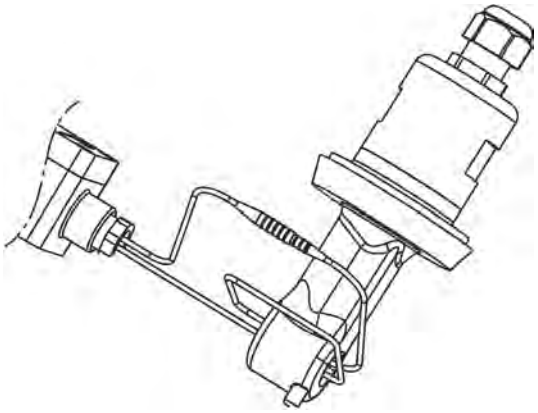

Abb. 77: Verbinden der Drahtenden
8. Verbinden Sie die Drahtenden der Leiterschleife des Kalibrieradapters. (Siehe Abb. 77 .)